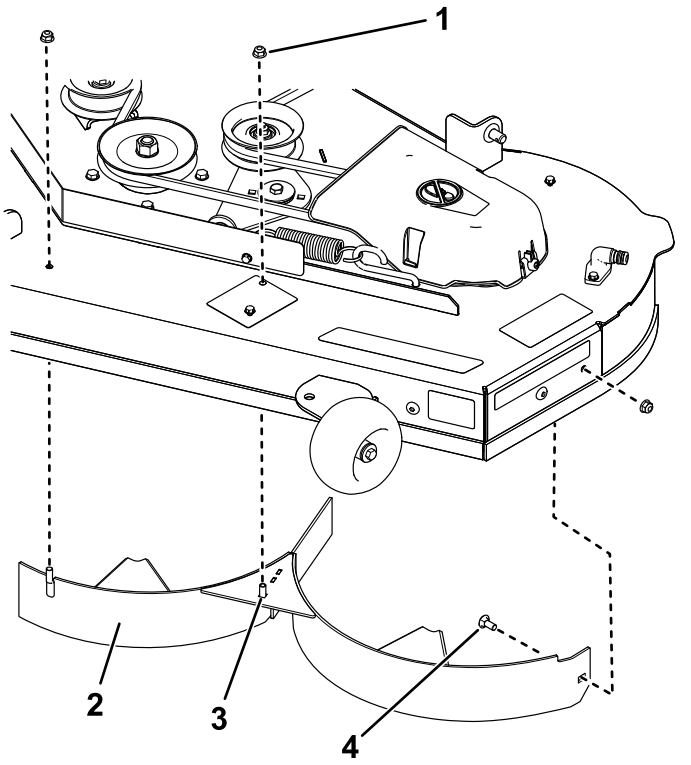

Figura 14
7. Retire las 2 contratuercas (5/16") de los espárragos soldados del deflector izquierdo (Figura 14).
1. Contratuerca – 5/16" (3)
3. Espárrago soldado (2)
8. Retire el perno de cuello cuadrado y las contratuercas que fijan el deflector izquierdo a la carcasa y retire el deflector (Figura 14).
9. Localice los 2 pernos en las piezas sueltas, y utilice las contratuercas existentes para instalar estas fijaciones en los taladros indicados en Figura 14 de la carcasa del cortacésped para evitar que se arrojen residuos al aire.